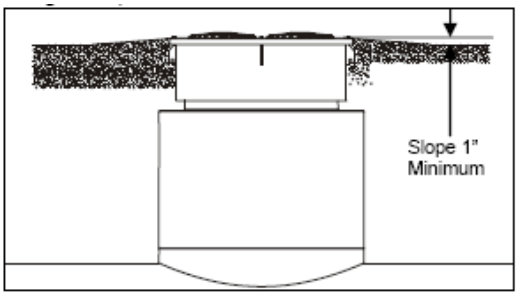

Figure 7
22. It is required that the paved contours around POMECO covers be adequately sloped to direct water flow away from the cover, and directing water runoff from adjacent areas away from POMECO covers. Minimum slope is 1" from grade to the top of the ring of the manhole. Note that this slope must be taken into consideration when cutting riser lengths in earlier steps. (See Figure 7.)